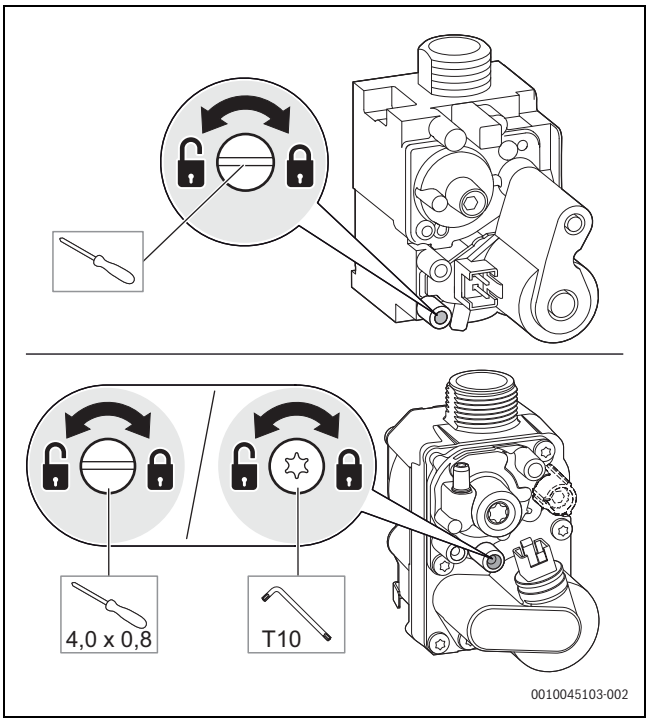

Fig. 37 Medir a pressão da ligação de gás
- ▶ Desapertar o parafuso no ponto de medição da pressão da ligação de gás em 2 voltas. (→ fig. 37).